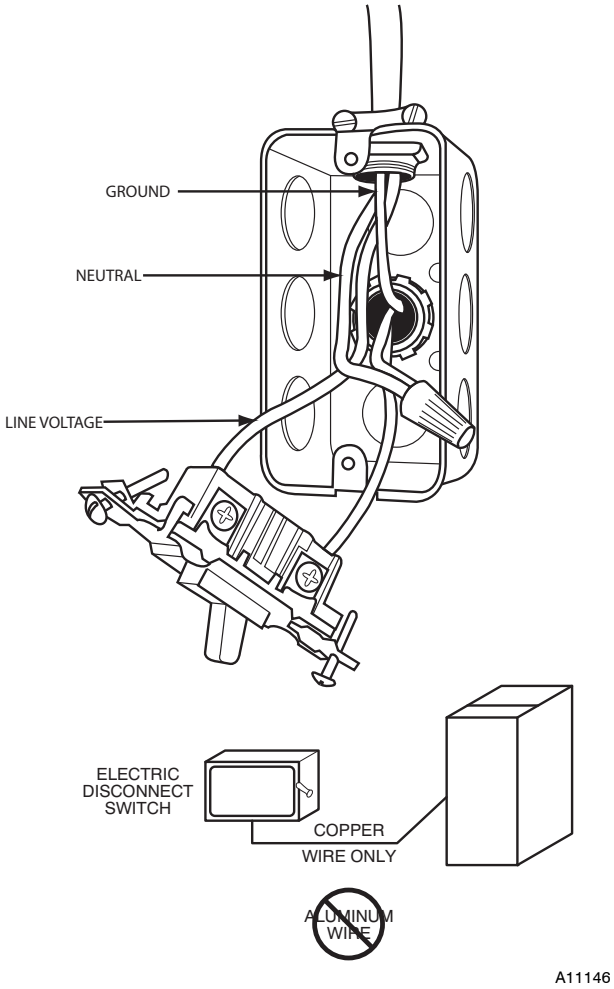

Fig. 33 - Field–Supplied Electrical Box on Furnace Casing
Do not connect aluminum wire between disconnect switch and furnace. Use only copper wire. See Fig. 33.
1. Fasten a field-supplied external electrical box to the outside of the casing by driving two field-supplied screws from inside electrical box into casing. See Fig. 33.
9. Complete external disconnect wiring and installation. Connect line voltage leads as shown in Fig. 33. Use best practices (NEC in U.S.A. for wire bushings, strain relief, etc.)